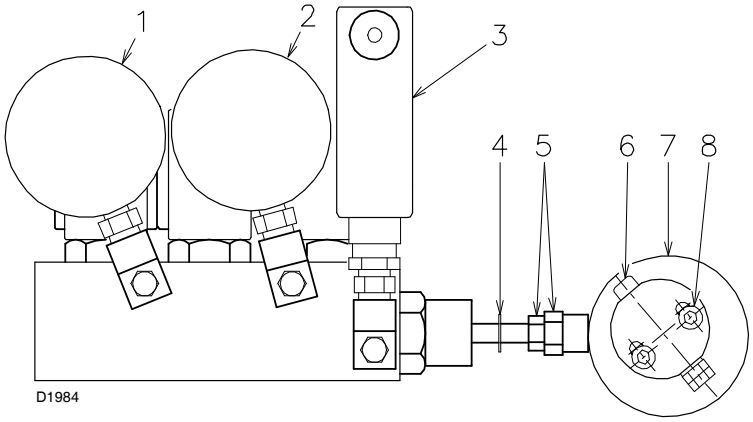
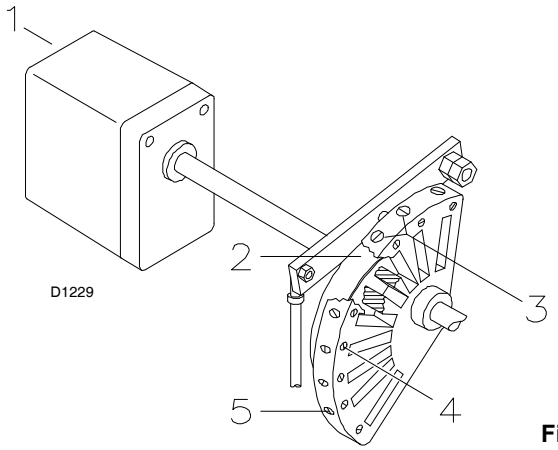

Fig. 24
Fig. 27
La presión de combustible en salida de la boquilla está regulada por el grupo regulador de presión y se visualiza en el manómetro 1) (Fig. 24).
La presión de combustible en retorno de la boquilla está regulada por el grupo regulador de presión y se visualiza en el manómetro 2) (Fig. 24).
La regulación de la presión MÍNIMA de combustible en retorno de la boquilla se efectúa sólo y únicamente mediante la tuerca 5) (Fig. 24); apretar la tuerca para disminuir la presión y viceversa.
La regulación de la presión MÁXIMA de combustible en retorno de la boquilla se efectúa sólo y únicamente mediante la tuerca 6) (Fig. 24) de la excéntrica 7) (Fig. 24); apretar la tuerca para disminuir la presión y viceversa.
La regulación del aire se efectúa mediante dos tornillos 3) de la leva de perfil variable 2) (Fig. 27, pág. 23) que manda el registro del aire; apretar dichos tornillos para aumentar el caudal de aire y viceversa.
Antes de encender el quemador, preparar para la activación los reguladores de aire y combustible; desenroscar los tornillos 4) de la leva 2) (Fig. 27), desenroscar la tuerca y la contratuerca 5) (Fig. 24) y los dos tornillos 8) (Fig. 24) del grupo regulador de presión y excéntrica (Fig. 24).
Regular la presión de combustible en retorno de la boquilla, mediante la tuerca 5) (Fig. 24); así se ajusta la presión deseada para el encendido y el caudal mínimo.
Una vez alcanzada la abertura máxima del servomotor, regular la presión de combustible en retorno de la boquilla siempre y solamente mediante el tornillo 6) (Fig. 24) de la excéntrica: así se ajusta la presión deseada para el caudal máximo.
Enroscar el tornillo 6) (Fig. 24) solamente cuando corresponde un aumento de presión; así se asegura una variación en todo el ángulo de rotación.
Ahora se debe bloquear la tuerca y la contratuerca 5) (Fig. 24) y los dos tornillos 8) (Fig. 24) del grupo regulador de presión.
Sólo después de haber ajustado la presión mínima y máxima, regular de modo preciso la combustión en diversas posiciones de modulación mediante la regulación del caudal de aire con los tornillos 3) (Fig. 27) de la leva.
Una vez completada la regulación de la combustión, bloquear los tornillos 4) (Fig. 27) y volver a controlar el encendido: debe producirse un ruido parecido al de funcionamiento sucesivo. En caso de que existiesen pulsaciones, reducir el caudal de encendido.
- ➤ Para una regulación correcta, la excéntrica 7) (Fig. 24 pág. 22) debe trabajar en toda el área del servomotor (20° ÷ 130°): una variación de presión debe corresponder a cada posición del servomotor.
- ➤ No situar el pistón del variador a tope: el anillo de ajuste 4) (Fig. 24, pág. 22) determina la máxima carrera.